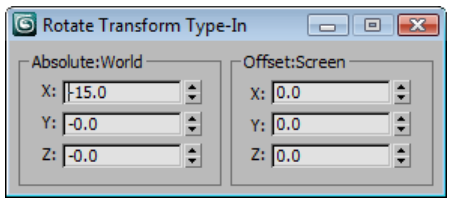
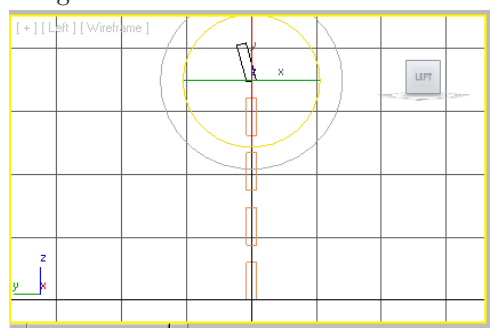

Figure 3-38 *The* ***Rotate Transform Type-In*** *dialog box*
Figure 3-39 *The horizontal back support005 after rotating in the Left viewport*
10. In the **Absolute:World** area, set the value **-15** in the **X** spinner and press the ENTER key, as shown in Figure 3-38; the *horizontal back support005* gets rotated, as shown in Figure 3-39. Now, close the **Rotate Transform Type-In** dialog box.